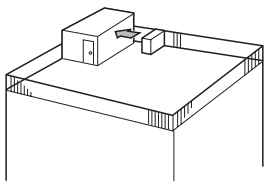

Fig. 2-4
① Positionner la sortie d'air vers le mur le plus proche et à environ 500 mm de celui-ci. (Fig. 2-4)